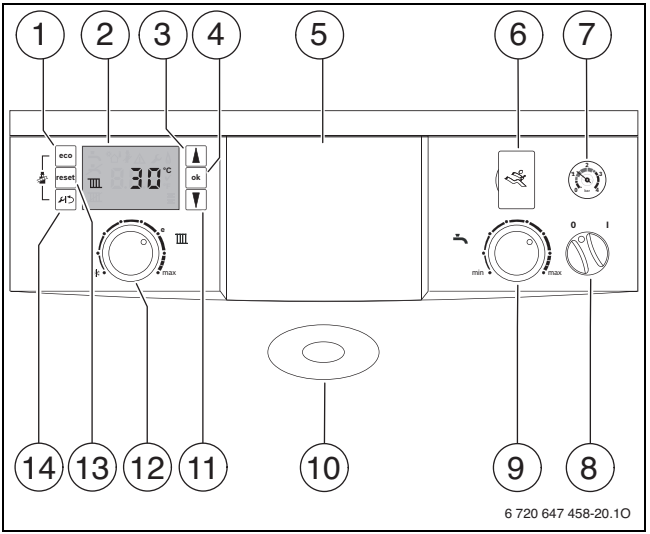

Fig. 4 Éléments de commande
- régulateur en fonction des intempéries installé dans l'appareil, → fig. 4, [5]